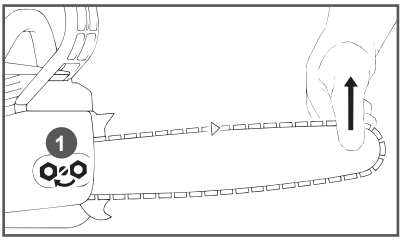

Рис. 6. Натяжение цепи
2. Вращайте винт шестерни натяжения цепи 1 (Рис. 6) до тех пор, пока цепь не будет плотно прилегать к нижней части шины. На середине шины цепь должна вытягиваться из паза на высоту звена.